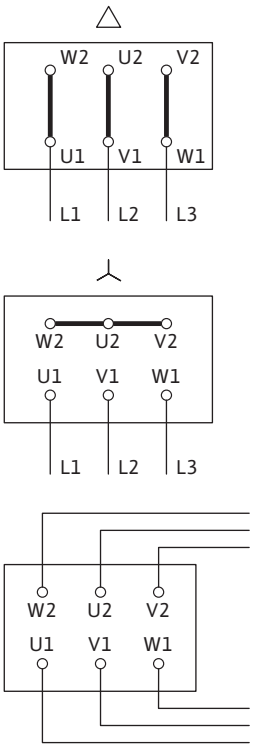

Рис. 17. Подключение к электросети
Схема электрического подключения находится в крышке клеммной коробки (см. также Рис. 17).
- Подключение к электросети зависит от мощности электродвигателя P_2, сетевого напряжения, а также типа пуска. Необходимое переключение соединительных перемычек в клеммной коробке можно определить по следующей таблице «Табл. 4. Распределение клемм» на стр. 23 и Рис. 17.